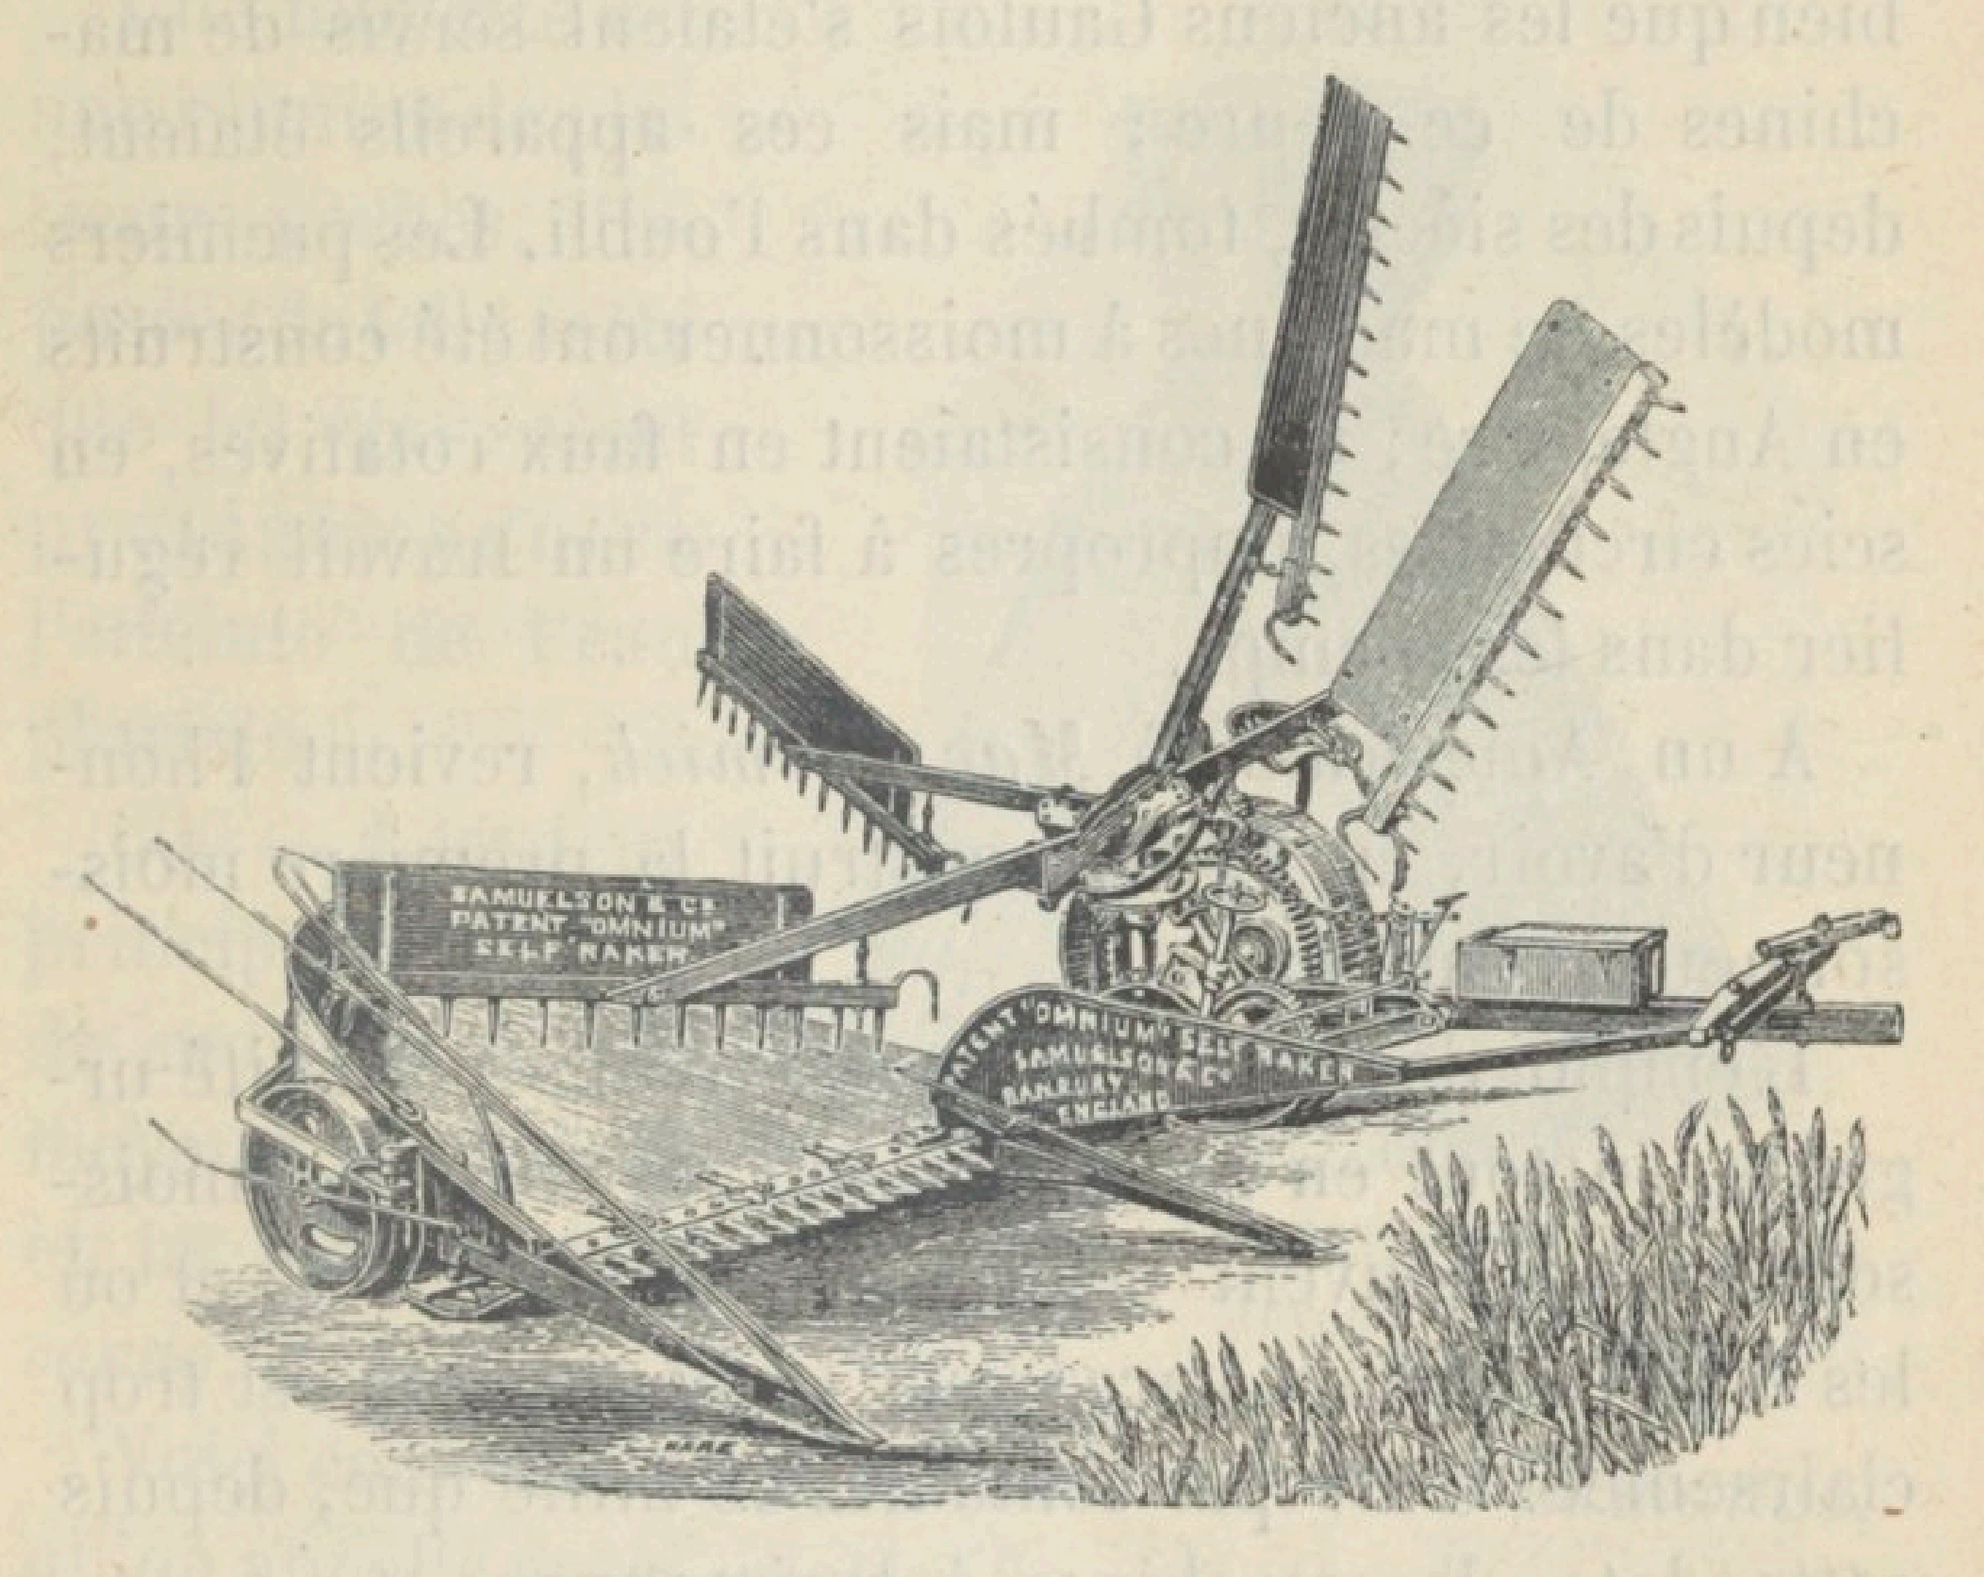

FIG. 42. — Moissonneuse mécanique.
54. — De même que celle des fourrages, la coupe des céréales peut être exécutée avec des machines spéciales. La machine qui sert à faire la moisson porte le nom de **moissonneuse** (fig. 42).